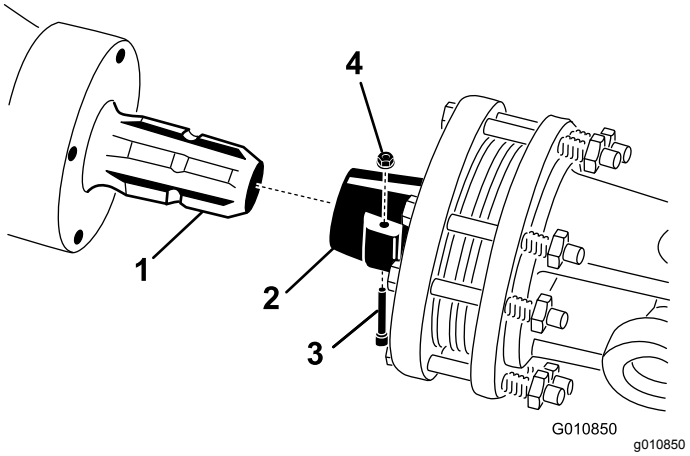

**Figur 23**
1. Ta bort sprinten och muttern från kraftuttagsaxeln (Figur 23).
2. Anslut kraftuttagsaxelns kopplingsände till luftarväxellådans ingångsaxel med sprinten och muttern som togs bort tidigare (Figur 23).